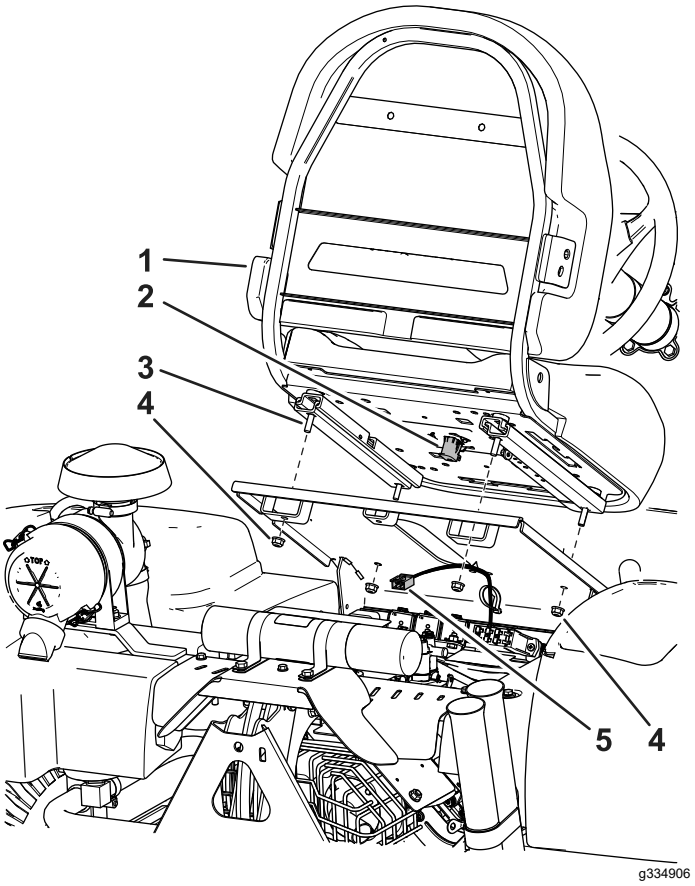

**Figur 4**
3. Fastgør sædet til sædesoklen med de 4 møtrikker, du fjernede tidligere. Se Figur 4.
4. Find maskinens ledningsnet, og tilslut det til sædekontakten (Figur 4).